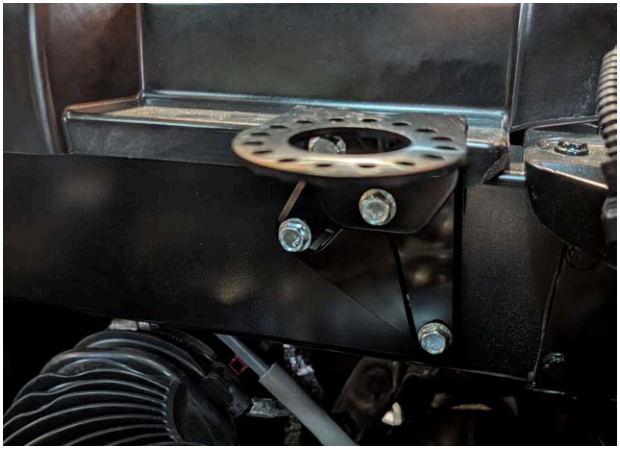

Figure 8 - Mounting Bracket Installed on the Adapter Bracket
2. Secure the 90° catch can mounting bracket to the adapter bracket using the three included M6 x 12mm hex flange screws, as shown in **Figure 8**. Tighten securely with a 10mm socket.